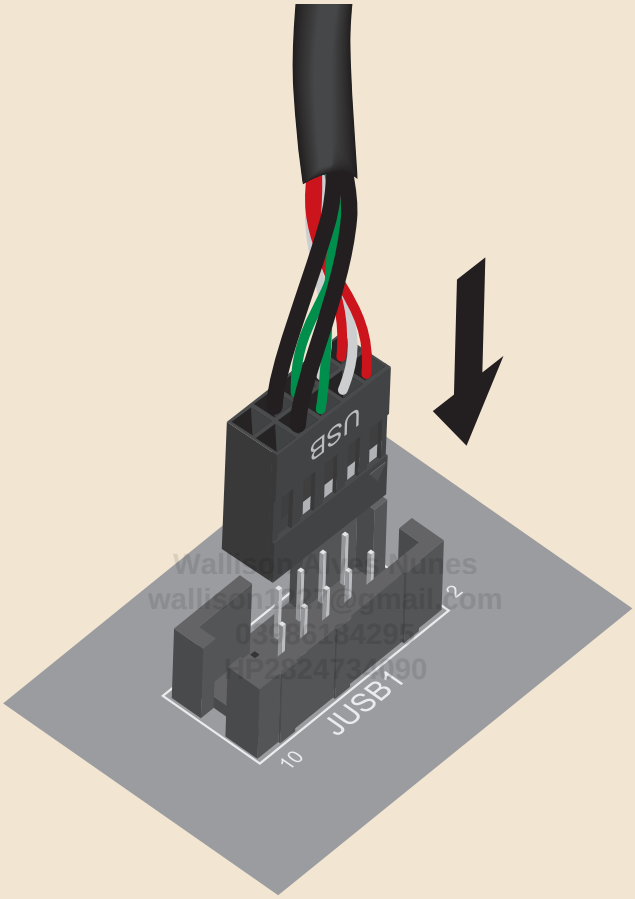

Figura 20.8: Instale o conector USB 2.0, caso exista.
12. Alguns sistemas de refrigeração líquida requerem uma conexão USB 2.0 com o computador. Neste tipo de sistema, há um conector USB 2.0 que deve ser instalado a um conector USB 2.0 interno da placa-mãe, como mostra a Figura 20.8.